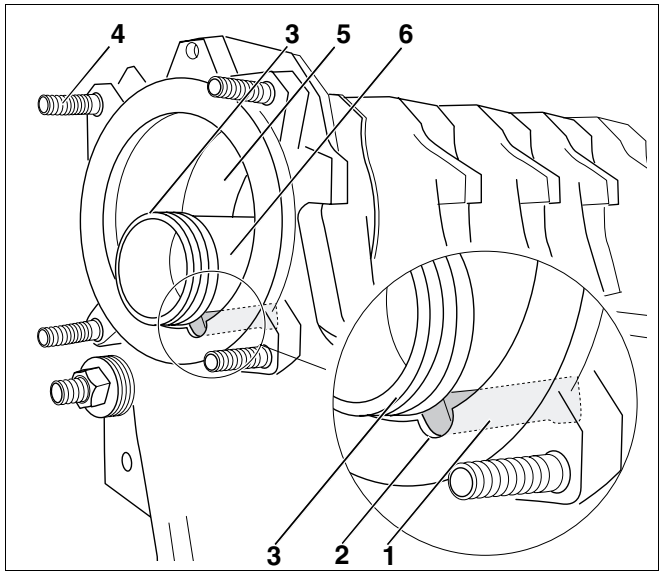
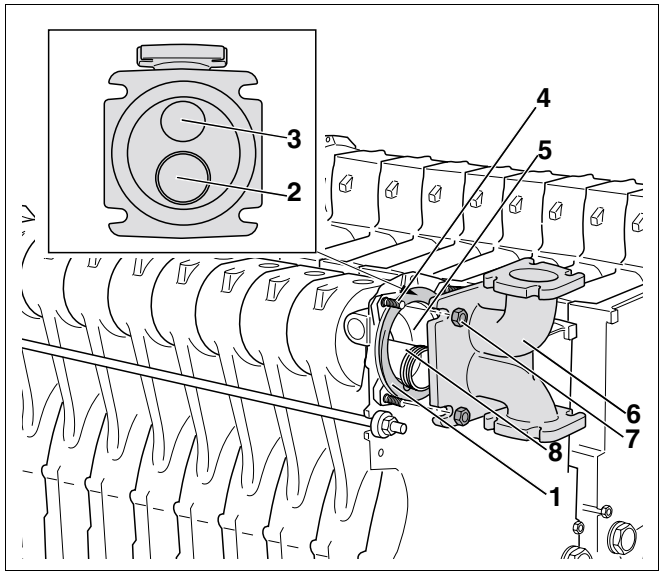

Рис. 26 Положение соединительной части подпиточной трубы
Рис. 27 Установка соединительного элемента
Проверьте, чтобы кулачок (рис. 26, **поз. 1**) соединительной части подпиточной трубы правильно вошел в паз (рис. 26, **поз. 2**) верхней ступицы котла (рис. 26, **поз. 5**).
- Нанести смазку на наружные поверхности уплотнительного кольца подпиточной трубы (рис. 26, **поз. 3**).
- При монтаже соединительного элемента (рис. 27, **поз. 6**) большее отверстие (обратная линия; рис. 27, **поз. 2**) должно быть внизу, а меньшее отверстие (подающая линия; рис. 27, **поз. 3**) - наверху.
При неточной посадке соединительного элемента (рис. 27, **поз. 6**) на подпиточную трубу (рис. 27, **поз. 8**) и затяжке его шпильками (рис. 27, **поз. 4**) положение подпиточной трубы (рис. 27, **поз. 8**) в верхней ступице котла (рис. 27, **поз. 5**) является неправильным.
Нужно немного вытащить подпиточную трубу (рис. 27, **поз. 8**) и, задвигая, подправить посадку в верхней ступице (рис. 27, **поз. 5**).
- Нанести смазку на уплотнение (рис. 27, **поз. 1**).
- Закрепить соединительный элемент (рис. 27, **поз. 6**) с уплотнением (рис. 27, **поз. 1**) гайками с напрессованными шайбами (рис. 27, **поз. 7**) на шпильках (рис. 27, **поз. 4**) верхней ступицы котла (рис. 27, **поз. 5**) (см. также рис. 26).